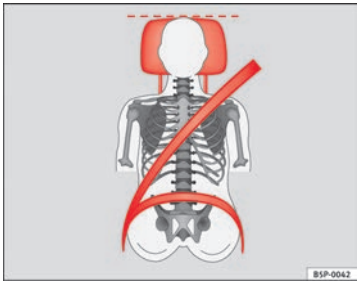
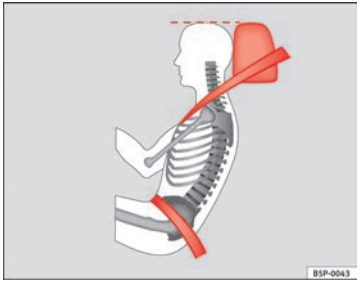

Fig. 89 Front view: head restraints and seat belts correctly adjusted
Fig. 90 Side view: head restraints and seat belts correctly adjusted
– Adjust the head restraint so that the top is at the same level as the top of your head or as close as possible to the same level as the top of your head, at least at eye level ⇒ Fig. 89 and ⇒ Fig. 90.